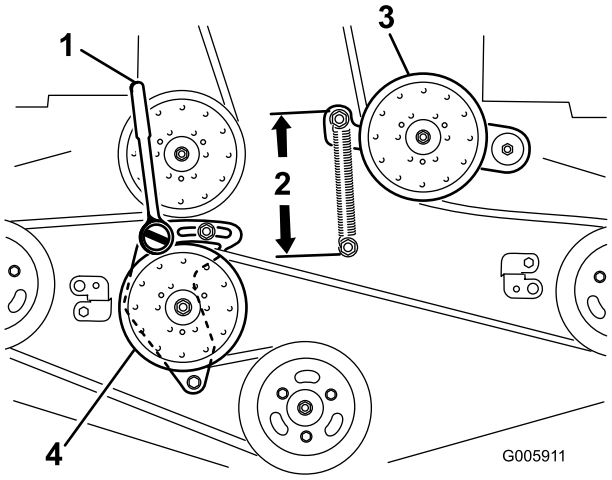

**Figuur 61**
4. Draai de arm van de vaste spanpoelie los en beweeg deze om de spanning eraf te halen (Figuur 61).
7. Plaats een dopsleutel met een kort verlengstuk of een onderbrekerstang in de vierkante opening in de arm van de vaste spanpoelie (Figuur 61).
9. Om de riemspanning te vergroten, draait u de dopsleutel of onderbrekerstang linksom zodat de arm van de vaste spanpoelie beweegt totdat de afstand tussen de haken van de veer 16,5 cm bedraagt (Figuur 61).